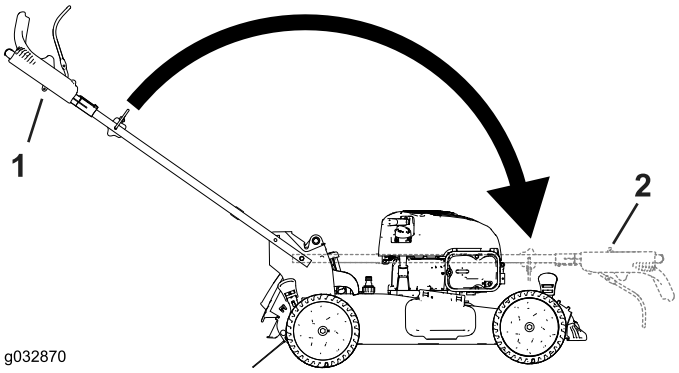

Figur 28
2. Fold håndtaket ved å dreie det forover (Figur 28).